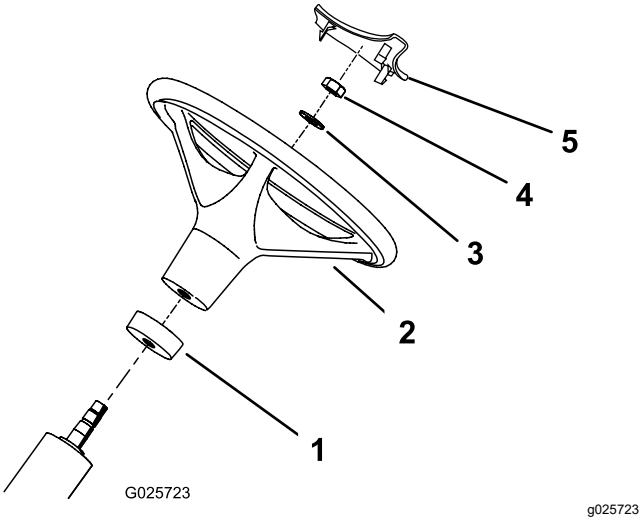

**Figur 3**
2. Sæt skumkraven (med den smalle ende først) på ratakslen (Figur 3).
3. Sæt rattet på styretøjsakslen (Figur 3).
4. Fastgør rattet til ratstammen med en spændingsskive og låsemøtrik (Figur 3).
6. Tryk ratdækslet på plads på rattet (Figur 3).